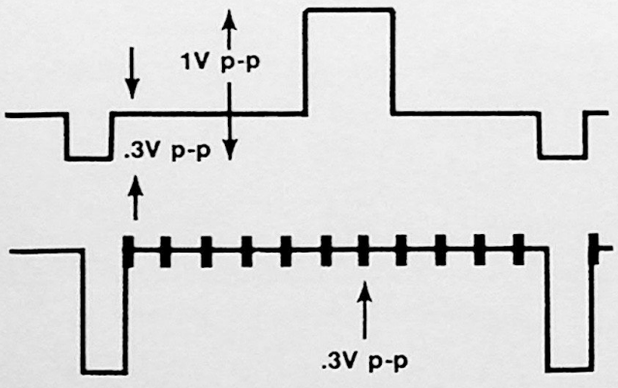

Figure 7. Gated Rainbow Signals
2. Gated rainbow generator — capable of producing a video signal of 1V p-p across a 75-ohm load. Required signals from this type generator are color bars (adjusted for .3V p-p chroma) and a window (superpulse) signal of 1V p-p with .3V p-p sync pulse (Figure 7).